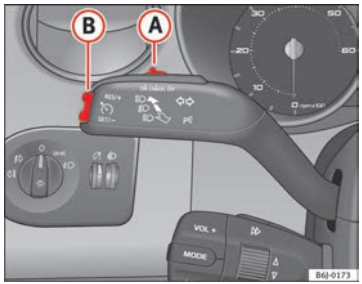

Fig. 114 Palanca de intermitentes y de luz de carretera: mando y tecla basculante para el regulador de velocidad
– Mueva el mando ⇒fig. 114 (A) hacia la izquierda hasta la posición **ON**.